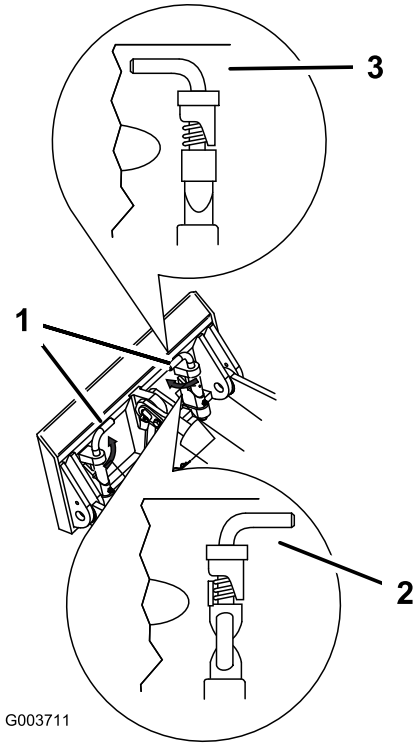

Rysunek 26
7. Załóż sworznie szybkomocujące upewniając się, że zostały całkowicie osadzone w płycie montażowej (Rysunek 26).